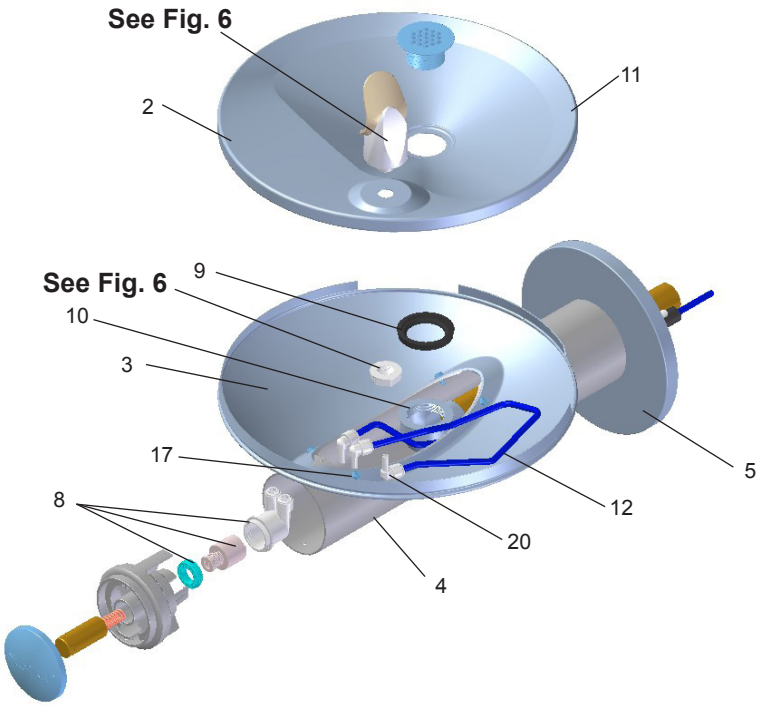

Figure 5 - Fountain Body Assembly
8. Install fountains with (8) 5/16-18 HHMS & (8) 5/16-18 nuts (provided) (Fig. 5). Connect the ¼" water lines from each fountain to the remaining openings on the tee (cut lines to fit as needed). Connect the 3/8 polytube from the bottle filler into the opening on the tee.